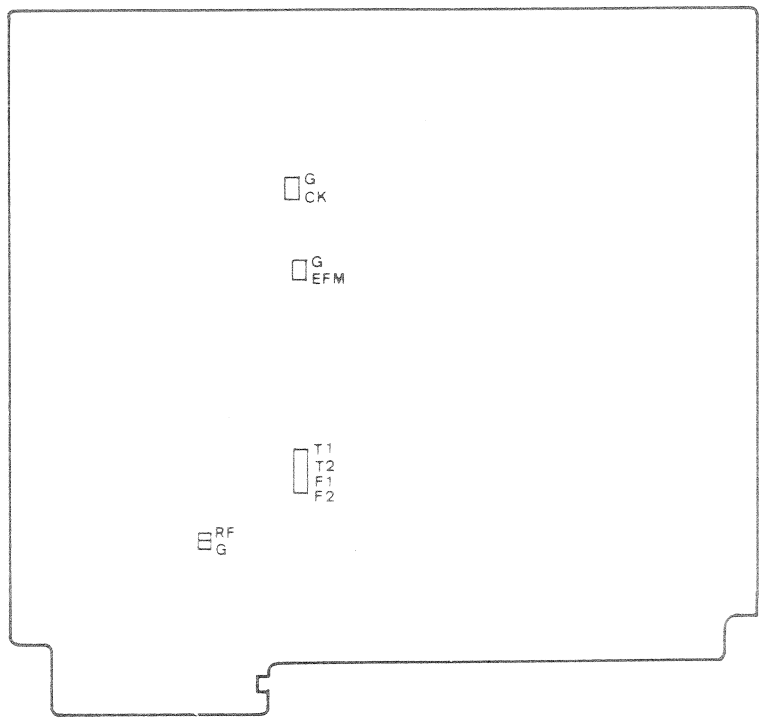
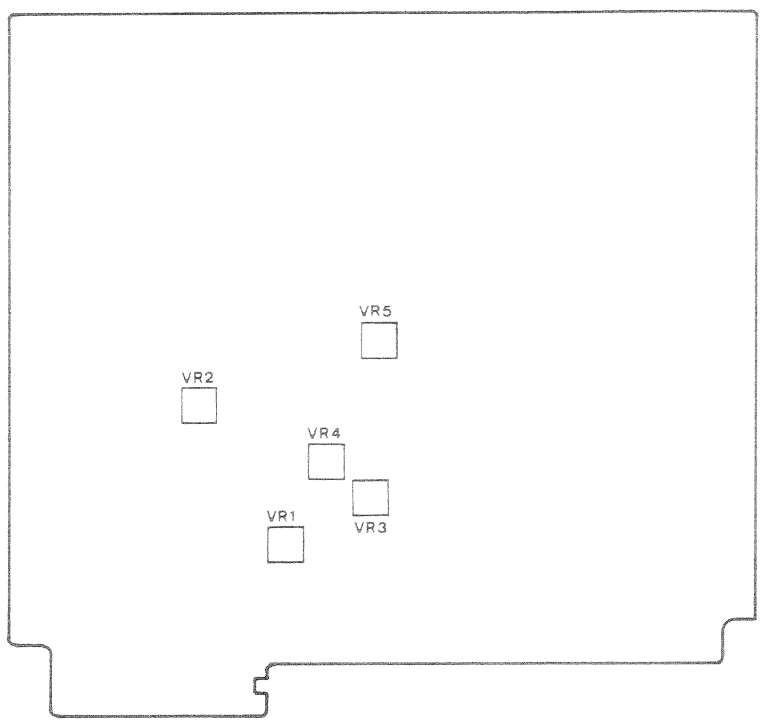

Figure 1
Figure 2
2. See Fig.1 & Fig 2 for adjustment.